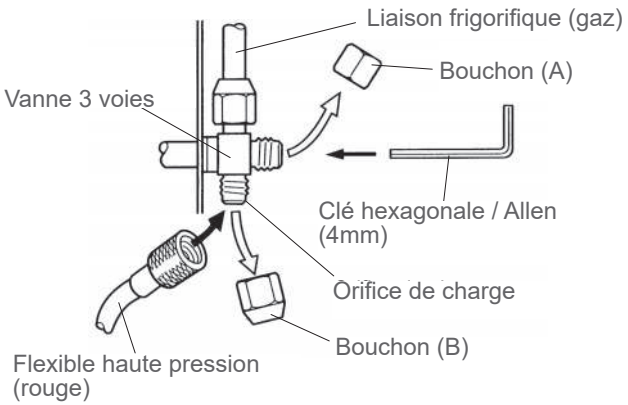

fig. 43 - Raccordement du flexible sur la vanne gaz
- Raccorder le flexible haute pression du *Manifold* sur l'orifice de charge (*fig. 43*).